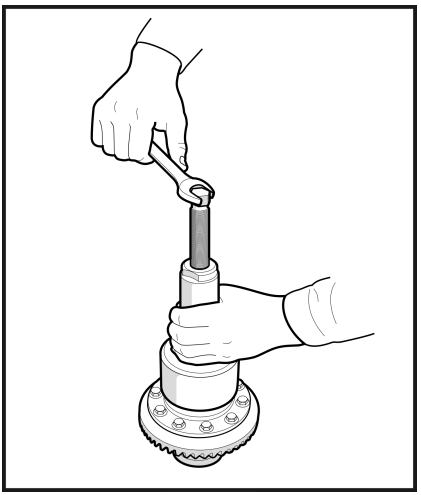

Рис. 12
1.17 Спрессуйте подшипники с корпуса дифференциала с помощью съёмника подшипников. (**Рис. 12**)